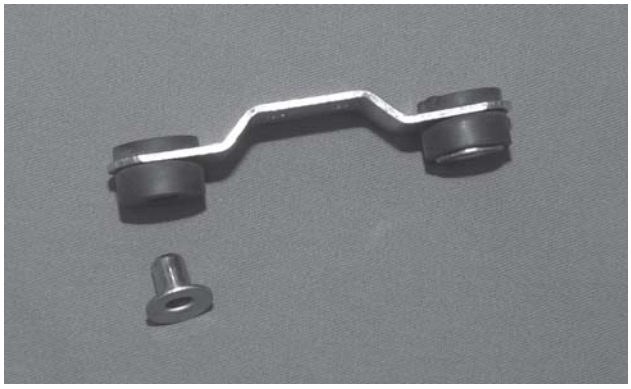
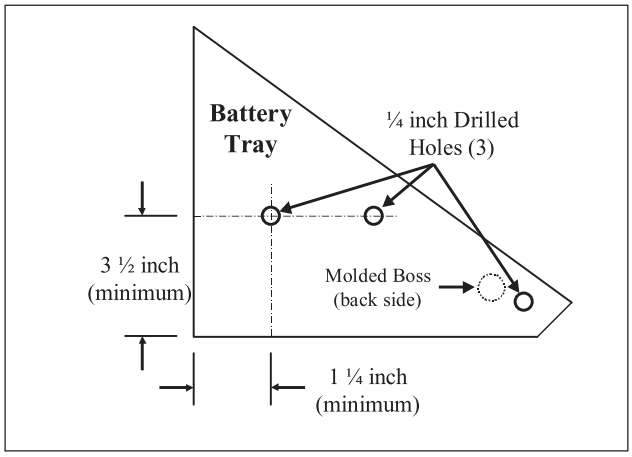

Fig. 9a
Fig. 9b
a. Take the brass inserts out of the isolators. Install the isolators into the bracket as shown in figure 9a.
b. Reinstall the inserts as shown in figure 9a.
c. Using the solenoid mounting bracket as a template, lay the bracket on the inside rear face of the battery tray and mark the two (2) drill holes. For location see figure's 9b & 9c.
2. Using the ¼" drill bit, drill the hole to be used for mounting the P-clip. For location see figures 9b and 9c.